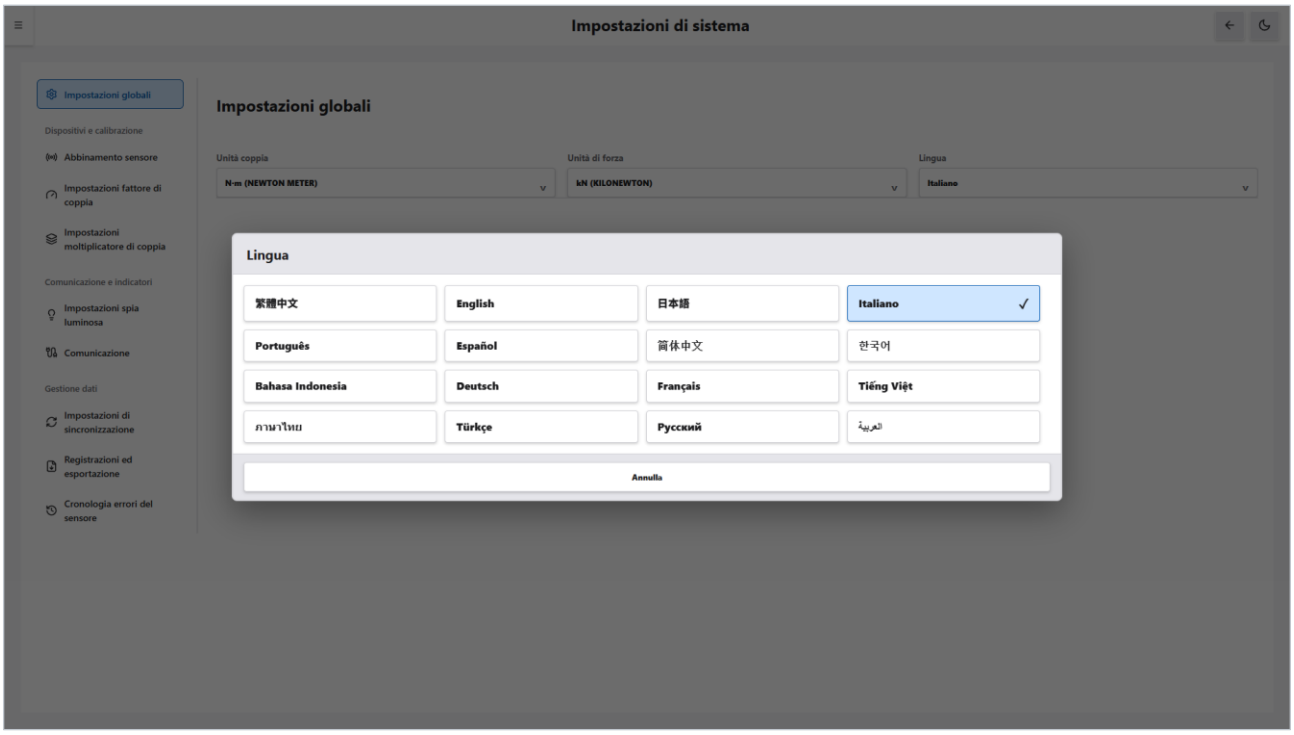

Figura 12-4 Finestra di selezione della lingua
1. In «Impostazioni globali» fare clic sul campo di selezione «Lingua». Compare la finestra della Figura 12-4.